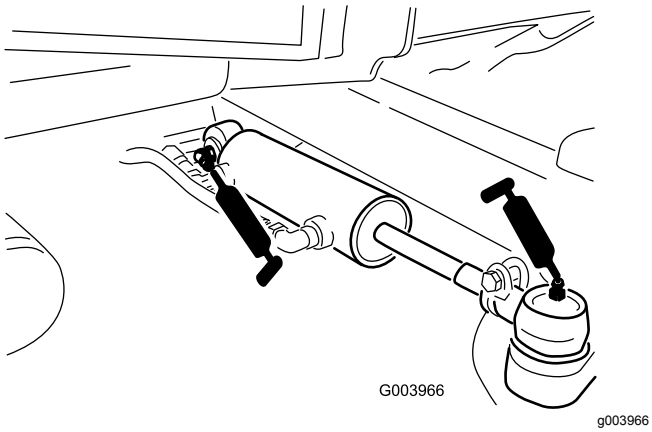

Figur 44
- Styretøjscylinderens kugleled (2) (Figur 44)